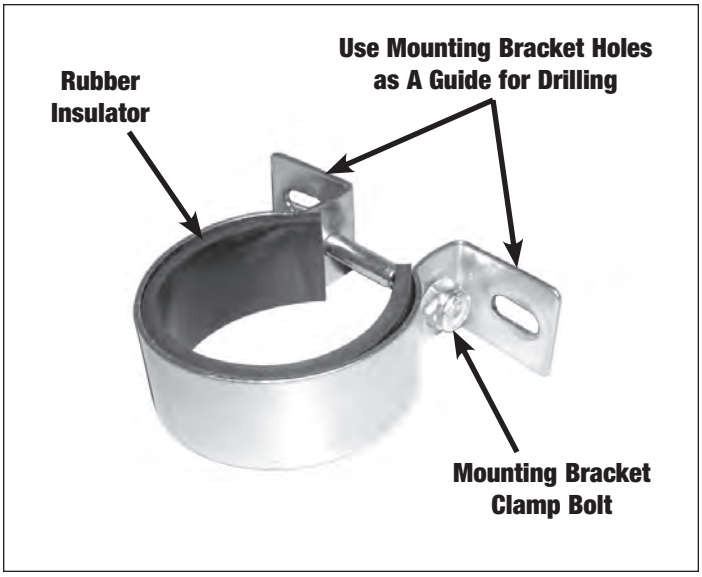

***Figure 1 - Fuel Pump Mounting Bracket***
4. Replace existing fuel lines as necessary for proper fitment. Mark and drill mounting bracket holes using the bracket as a template **(See Figure 1).**
9. Connect and tighten fuel lines to the inlet and outlet. Then tighten mounting bracket clamp bolt ***(See Figure 1)***.